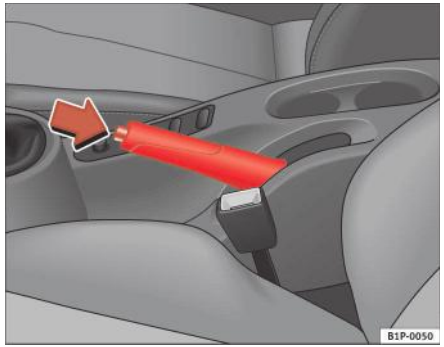

Fig. 125 Frâna de mână amplasată între scaunele din față
– Trageți ferm în sus maneta frânei de mână ⇒ pagina 170, fig. 125.
– Ridicați uşor maneta şi apăsați butonul de blocare în direcția indicată de săgeată ⇒ pagina 170, fig. 125 şi coborâți complet maneta frânei de mână⇒ ⚠.